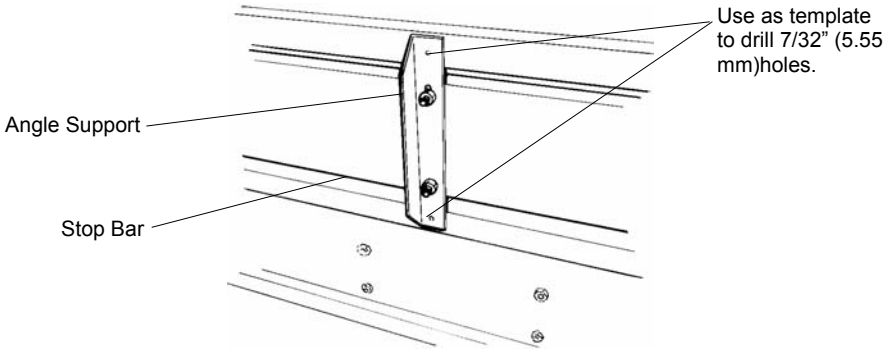

Figure 41: Installing the Stop Bar (viewed from the rear)
2. Working from the front of the tool, attach the three angle supports (Figure 41) to the back of the Stop Bar, using six 5/16 x 3/4" (7.9mm x 19.05mm) hex-head cap screws and nuts. Tighten the nuts securely.